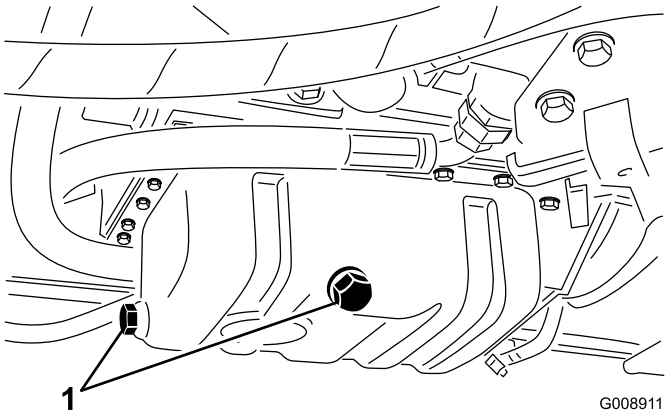

Figura 36
1. Retire o tampão de escoamento (Figura 36) e deixe o óleo escorrer para um recipiente adequado.